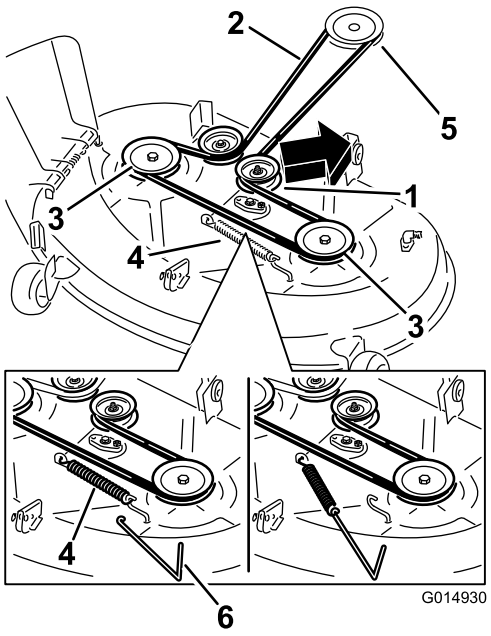
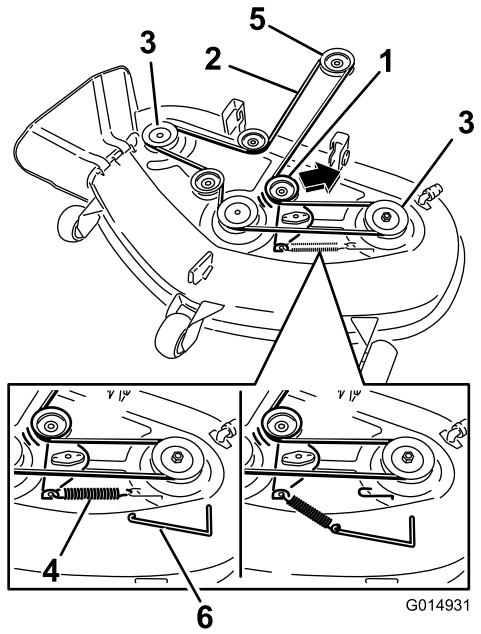

Figur 69
Figur 70
5. Använd ett fjäderborttagningsverktyg (Toro-artikelnr 92-5771) och ta bort mellanremskivfjädern från däckkroken så att spänningen på mellanremskivan minskas, och rulla av remmen från skivorna (Figur 69 och Figur 70).
6. Dra den nya remmen runt motorremskivan och klipparremskivorna (Figur 70).
7. Använd ett fjäderborttagningsverktyg (Toro artikelnr 92-5771) och montera mellanremskivfjädern på däckkroken så att mellanremskivans och klipparremmens spänning ökar (Figur 69 och Figur 70).